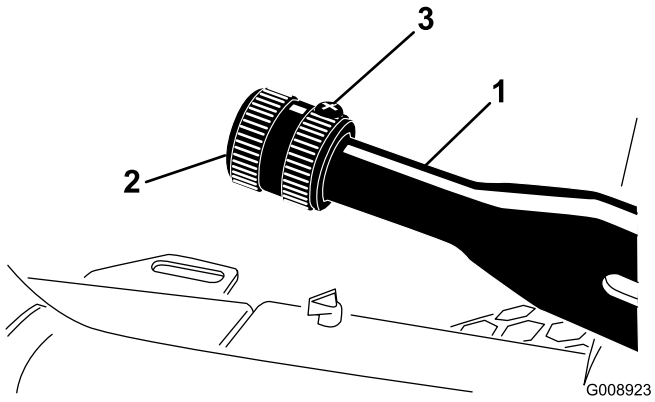

Figur 71
1. Løsne setteskruen som fester knotten til parkeringsbremsespaken (Figur 71).